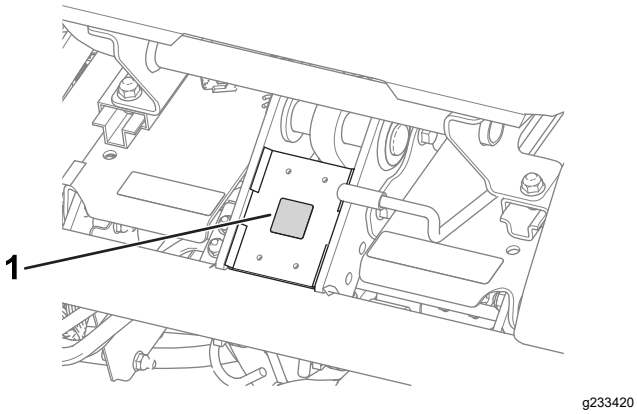

Figur 11
- Placera CE-märkningsdekalen på ramen under sätets främre del (Figur 11).